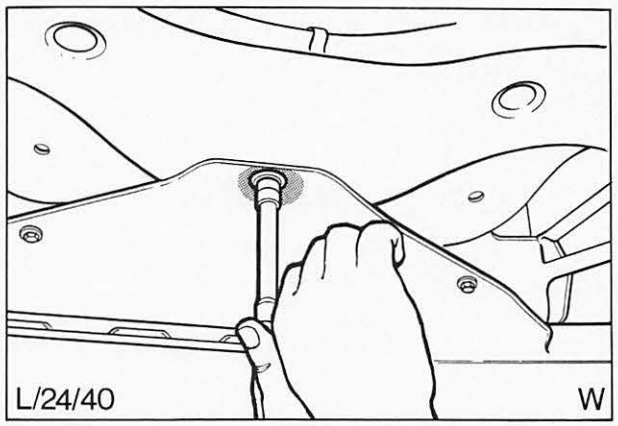

Abb. 29 Spritzblech ausbauen
2. Spritzblech ausbauen, Abb. 29, und Kühlerverschluß abnehmen.